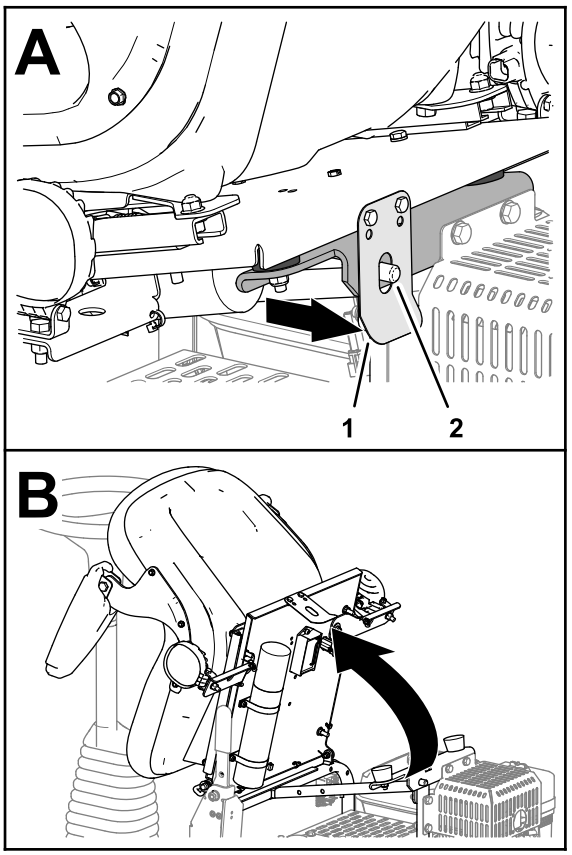

Rysunek 24
1. Pociągnij zaczep fotela do tyłu, aż znajdzie się poza sworzniem zaczepu fotela (Rysunek 24).
2. Przechyl fotel do przodu (Rysunek 24).